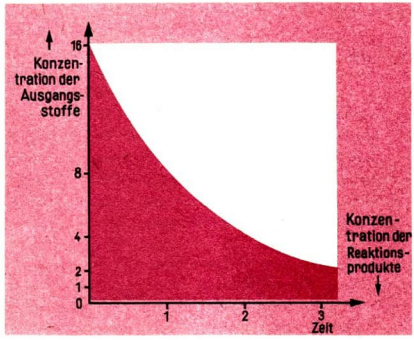

Abb. 7 Zusammenhang zwischen Konzentration und Zeit (Konzentrations-Zeit-Diagramm)
① Worin besteht der grundsätzliche Unterschied zwischen der Reaktionsgeschwindigkeit und der Geschwindigkeit, mit der sich Körper bewegen?
② Erklären Sie am Beispiel der Reaktion von Wasserstoff und Jod zu Jodwasserstoff die Konzentrationsänderungen von Ausgangsstoffen und Reaktionsprodukt in Abhängigkeit von der Zeit! Benutzen Sie dabei Abbildung 7!
stoff- und Jodmoleküle ab. Anders ausgedrückt bedeutet das: Ständige Abnahme der Konzentration an Ausgangsstoffen ist mit ständiger Zunahme der Konzentration an Reaktionsprodukten verbunden. Die Abhängigkeit der Konzentration von der Zeit läßt sich in einem Diagramm grafisch darstellen (Abb. 7).